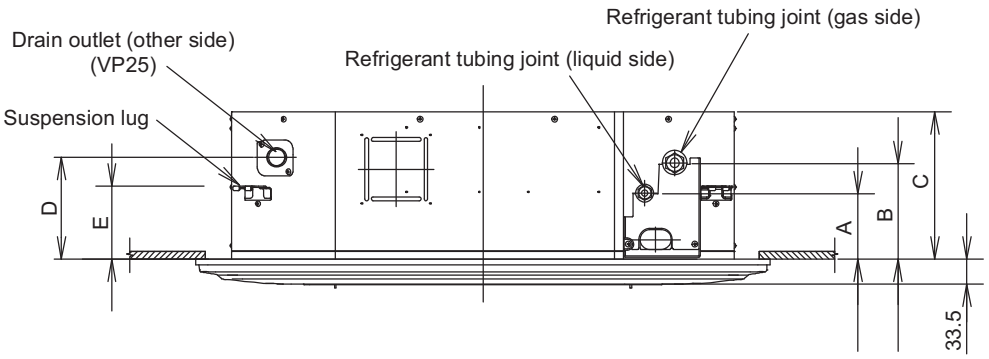

Fig. 1-9
(3) Determine the pitch of the suspension bolts using the supplied full-scale installation diagram. The diagram and table (Fig. 1-9 and Table 1-5) show the relationship between the positions of the suspension fitting, unit, and panel.